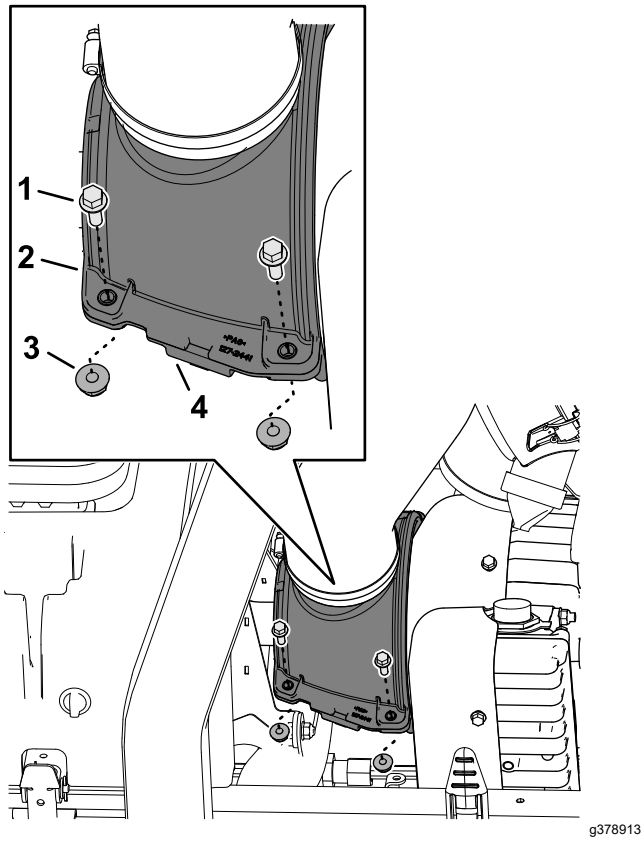

Figur 68
3. Fäst halvorna på generatorns kylluftshöljen och kompressionsbegränsande stift med de fyra flänshuvudskruvarna och fyra flänslåsmuttrar (Figur 68).